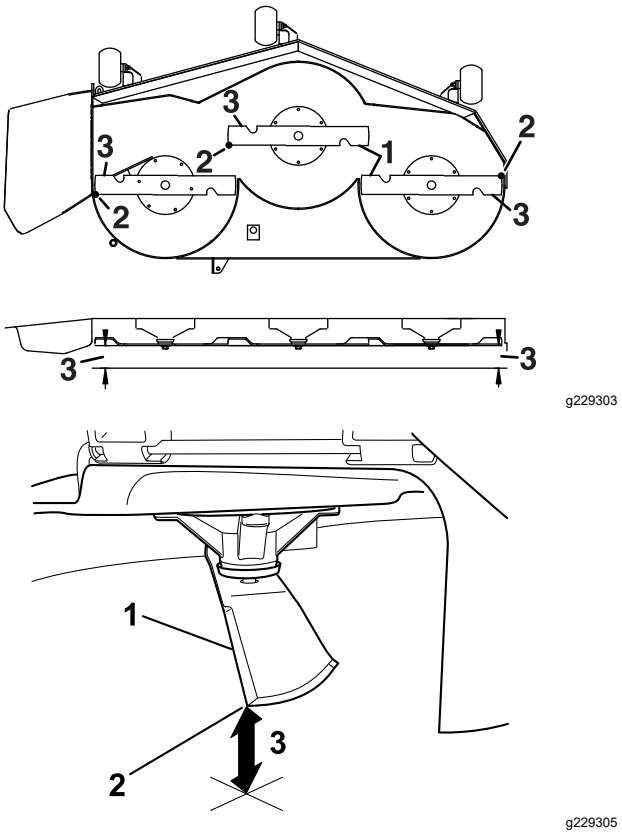

Figur 81
6. Mål mellom knivtuppen og den flate overflaten (Figur 81). Juster nivelleringen hvis målene ikke er innenfor 5 mm. Fortsett med denne prosedyren.
12. Roter knivene forsiktig fra side til side (Figur 81).